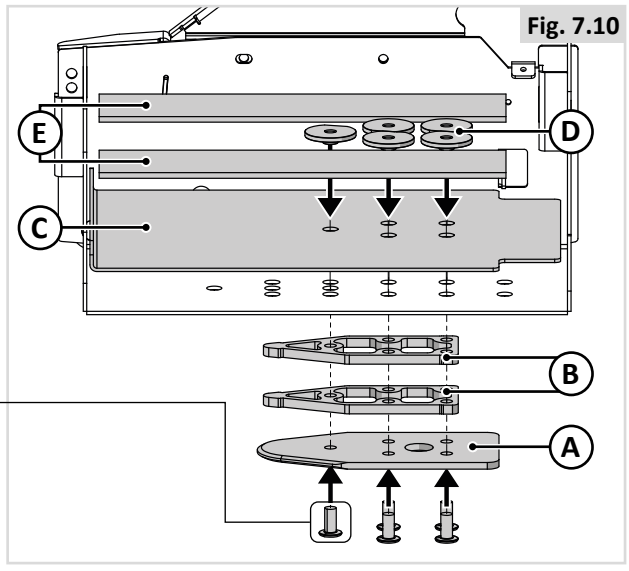

Fig. 7.10
Montare con cinque viti (M8) la piastra di blocco (A) e i distanziatori (B) (sulla parte inferiore della struttura del telaio) insieme alla piastra di rinforzo (C), ai dadi speciali (D) e ai distanziatori di plastica (E) (all'interno della struttura del telaio) (Fig. 7.10).